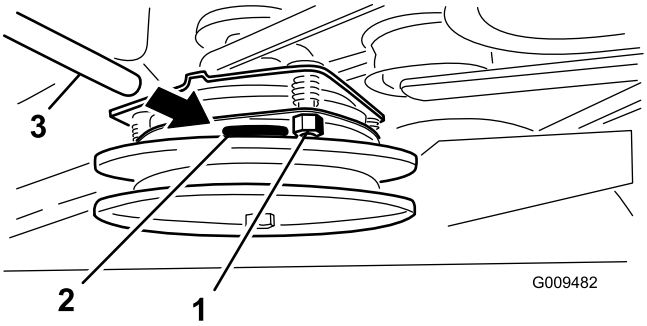

Bild 59
2. Sollte eine Einstellung erforderlich sein, stellen Sie 0,381 mm für jede der drei Einstellungsschlitzpositionen ein. Ziehen Sie die Sicherungsmuttern fest, bis die Fühlerlehre etwas fest sitzt, jedoch leicht bewegt werden kann (Bild 59).